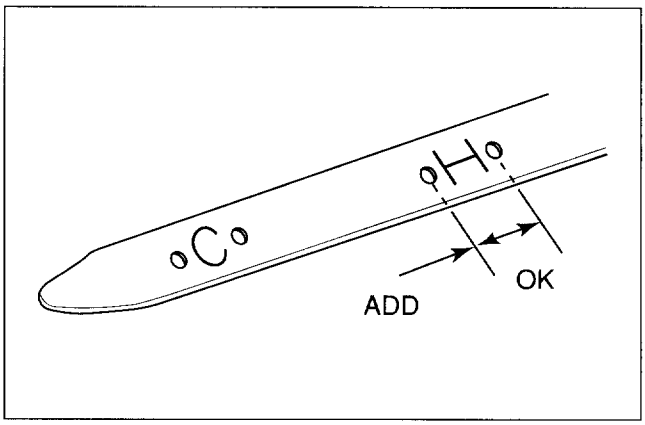

Figure 2. Hot ATF Level
3. With the engine idling, remove the level gauge and apply compressed air to remove threads or other foreign items. Insert the level gauge, remove it again, and confirm that the oil level is within the "HOT" range (figure 2).